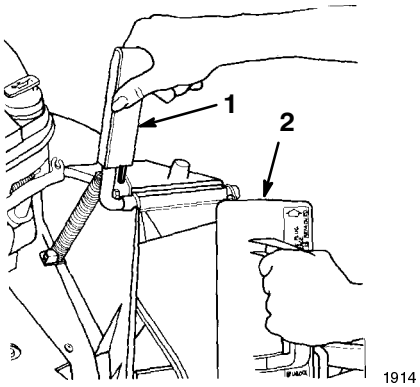

Figure 5
2. Open the discharge door by moving the handle rearward (Fig. 5).
4. Rotate the plug slightly clockwise while inserting it (Fig. 5).